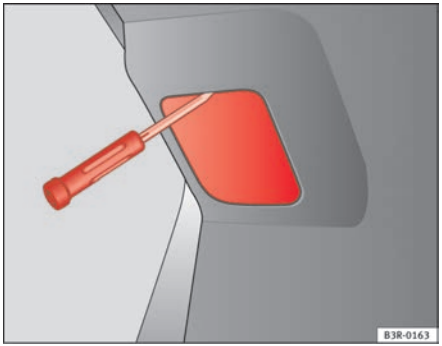

Fig. 215 Remove the cover in the tailgate
– Insert the screwdriver into the opening in the cover from the top ⇒ page 266, fig. 215 and detach the cover.